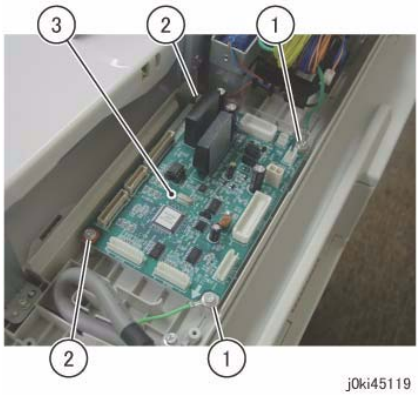

Figure 3 Remove the DADF PWB
7. Remove the DADF PWB. (Figure 3)